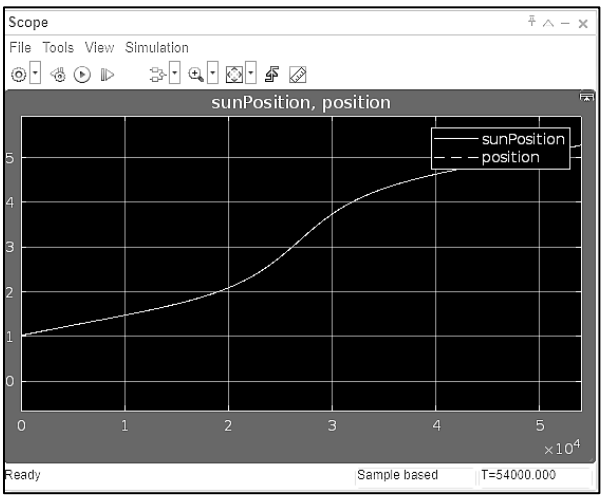

Figure 10
7. Run the simulation and observe the plot, as shown in Figure 10.